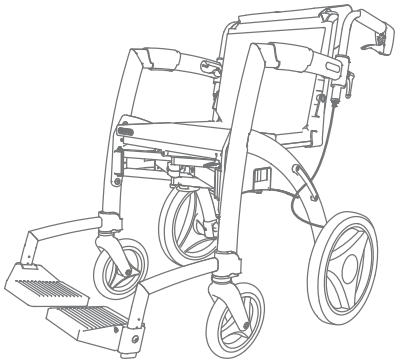

Figuur 40: Rolstoel klaar voor gebruik.
f. De rolstoel is nu klaar voor gebruik **(Figuur 40)**.
a. Maak van de Rollz Motion een rolstoel **(Figuur 40)** en zorg dat de voetsteunen uit de rolstoelpakket-tas zijn gehaald.